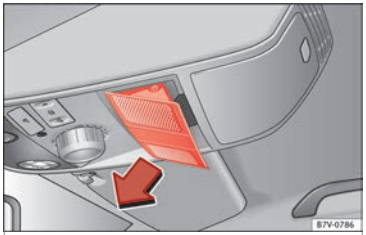

Afb. 15 In de hemelbekleding: Verwijder de afdekking.
- Verwijder de afdekking in de richting van de pijl ››› **afb. 15**.